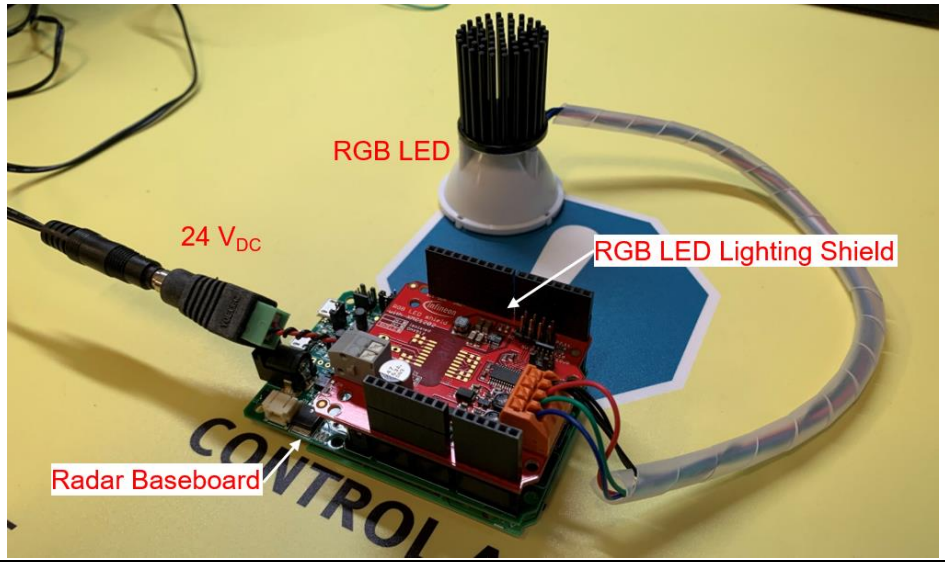

Figure 27 Stacking the RGB LED lighting shield onto the Radar Baseboard XMC4700
11. Stack the RGB LED lighting shield with XMC1202 onto the Radar Baseboard XMC4700 via the Arduino stack headers (Figure 27). Also connect an RGB LED and a 24 V DC power adapter to the RGB LED lighting shield. **Do not turn the power on yet!** For more information on setting up of the RGB LED lighting shield, please refer to the User Manual for the RGB LED Lighting Shield with XMC1202 [4].